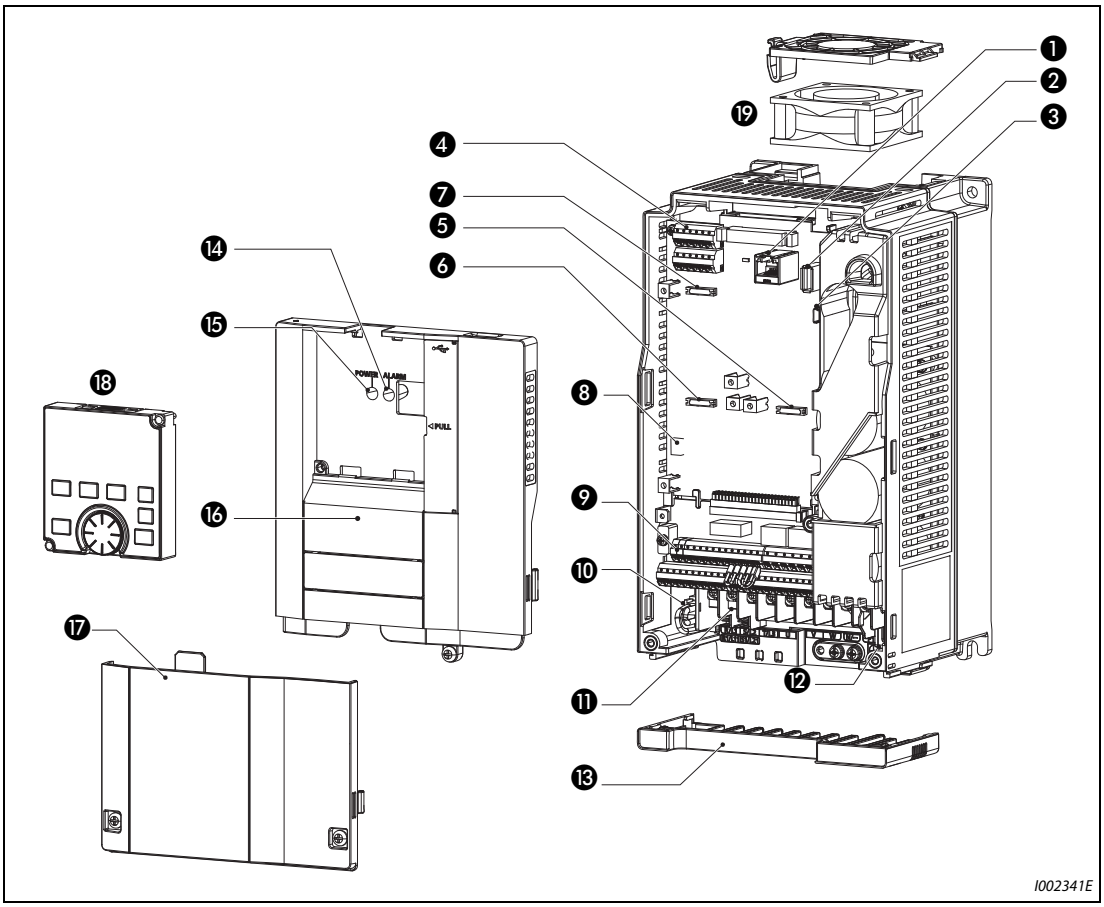

***Fig. 1-2:*** *Appearance and structure*
***Tab. 1-4:*** *Inverter component names from fig. 1-2*